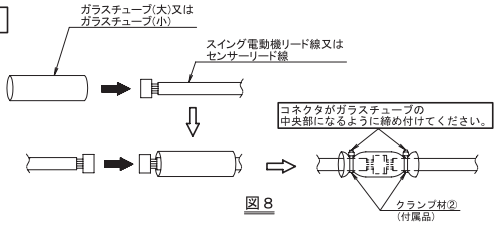

図8
その後、中継ハーネス(大)③にスイング電動機リード線を、中継ハーネス(中)④にセンサーリード線を接続してください。(図8参照)
9. 接続したコネクタをガラスチューブの中に入れ、ガラスチューブの両端をクランプ材②で固定してください。(図8参照)